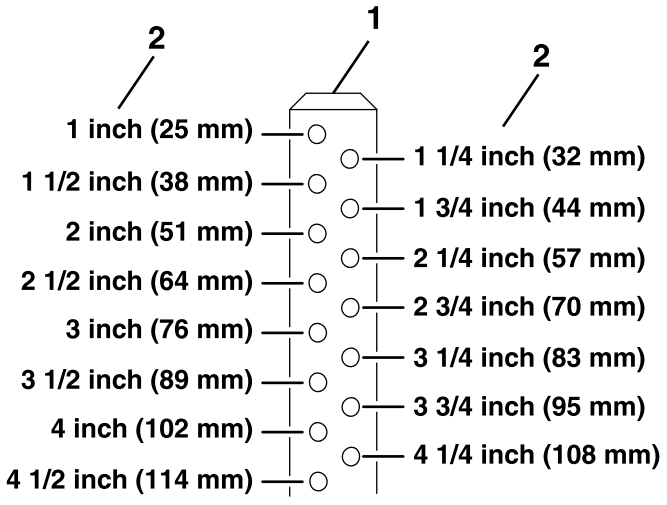

Figure 18
6. On lifted deck side, install hairpin clips in the holes for the desired cutting height (see Figure 18).
A. The front and rear hairpins are in the same holes with the proper spacers under the hair pins (see Figure 18).